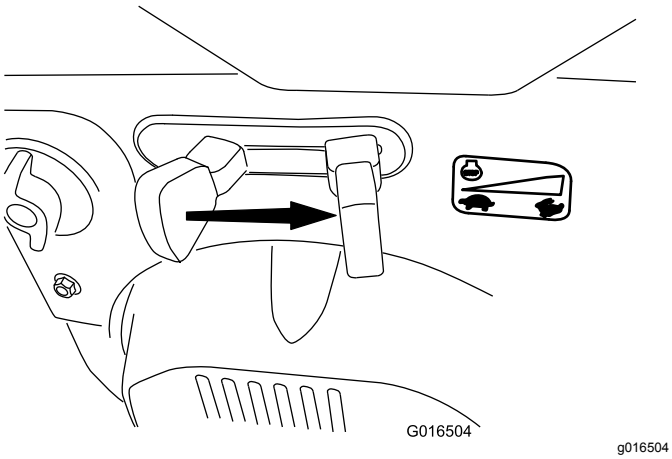

Figur 23
6. Sett gassen til HURTIG-stilling (Figur 23).